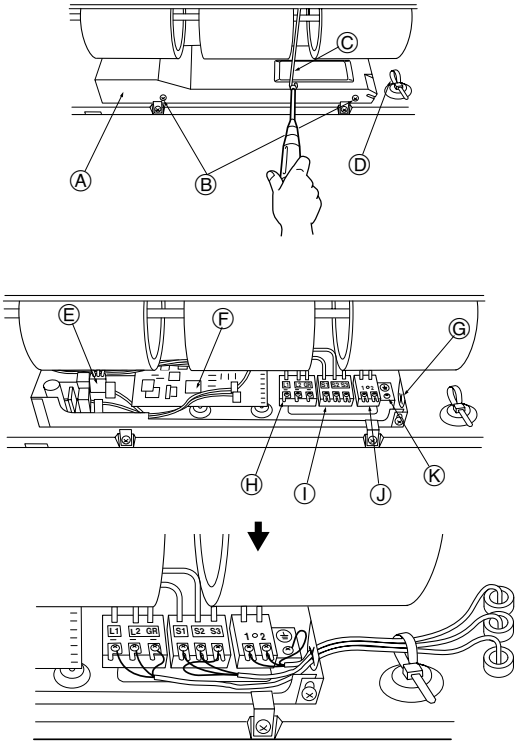

Fig. 6-1
6.1. Electric wiring (Fig. 6-1)